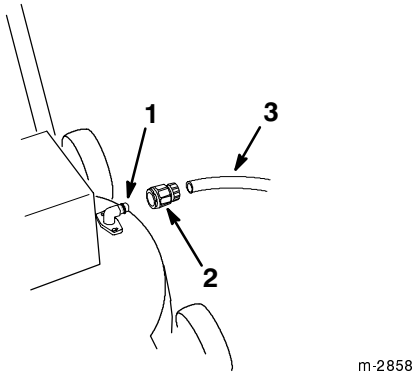

Figure 22
2. Attach a quick-disconnect coupling (sold separately) to the end of the garden hose (Fig. 22).
3. Attach the coupling to the lawn mower washout fitting (Fig. 22).